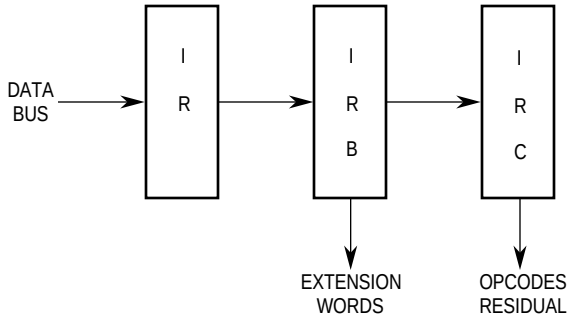

Figure 5-28. Functional Model of Instruction Pipeline
5.6.3.2 INSTRUCTION PIPE ($\overline{\text{IPIPE}}$). The internal instruction pipeline can be modeled as a three-stage FIFO (see Figure 5-28). Stage A is an input buffer—data can be used out of stages B and C. $\overline{\text{IPIPE}}$ signals advances of instructions in the pipeline.